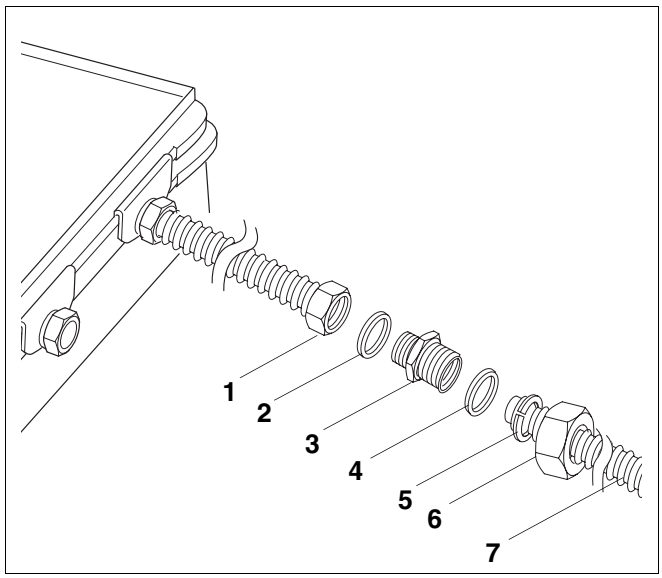

Afb. 2 Monteer de flexibele inox leiding aan de aanvoeraansluiting
- Plaats de dichtingen (afb. 2, **pos. 2 en 4**) zoals aangegeven op de tekening.
- Schroef het verloopstuk R¾ × R1 (afb. 2, **pos. 3**) in de wartelmoer van de aansluitleiding (afb. 2, **pos. 1**).
- Schroef de aan de flexibele inox leiding (afb. 2, **pos. 7**) voorgemonteerde wartelmoer Rp1 (afb. 2, **pos. 6**) op het verloopstuk R¾ × R1 (afb. 2, **pos. 3**).